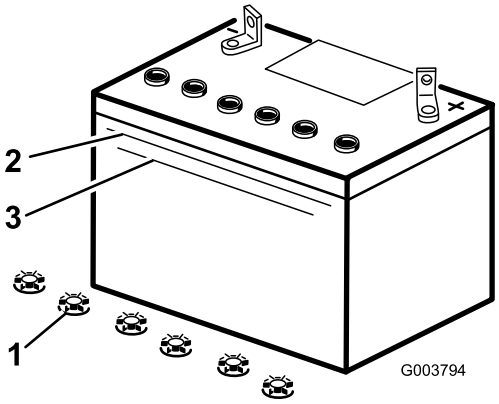

Figuur 37
3. Kijk aan de zijkant van de accu. Het zuurpeil moet tot aan de bovenste streep staan (Figuur 37). Het peil mag niet niet onder de onderste streep komen (Figuur 37).
3. Verwijder de vuldoppen van de accu (Figuur 37).
4. Giet langzaam gedistilleerd water in elke cel van de accu totdat het zuurpeil de Bovenste streep (Figuur 37) op de accubehuizing bereikt.
5. Wacht na het bijvullen van de accucellen vijf tot tien minuten. Vul indien nodig gedestilleerd water bij totdat het zuurpeil de Bovenste streep (Figuur 37) op de accubehuizing bereikt.